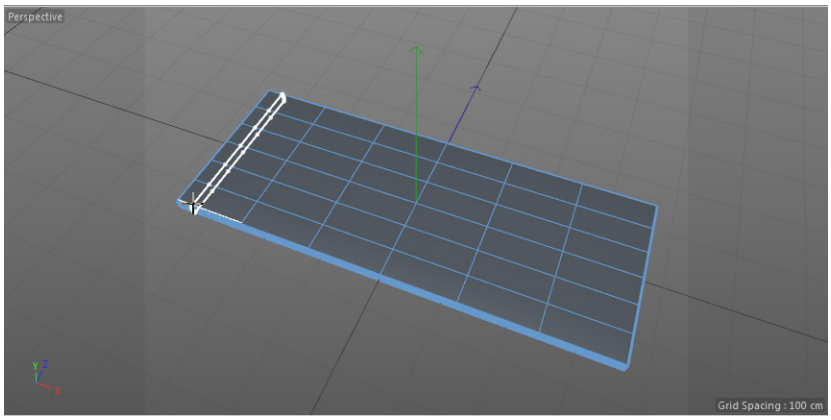
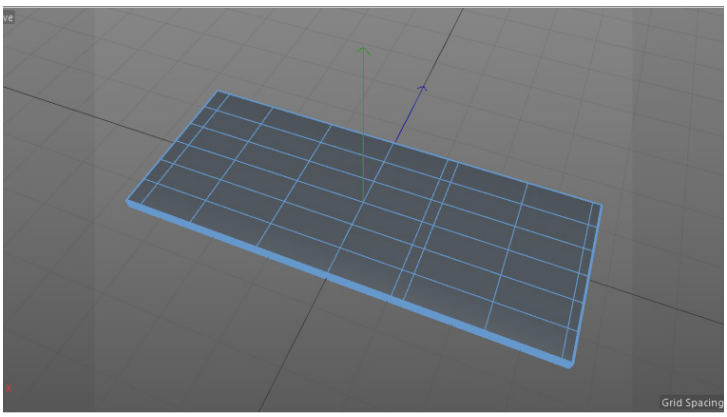

Figure 3-14 *Adding an edge loop*
Figure 3-15 *The edge loops added*
6. Choose the **Enable Snap** tool from the Modes Palette. Next, click on *Computer table*, refer to Figure 3-14; an edge loop is added to *Computer table*. Again, create two new edge loops using the **Loop/Path Cut** tool, as shown in Figure 3-15.